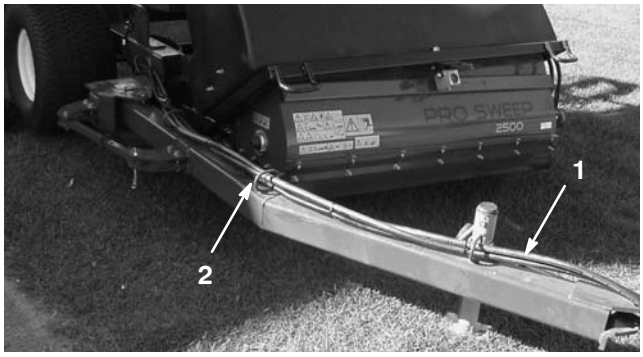

Bild 11
1. Verlegen Sie die Hydraulikschläuche und den Kabelbaum durch die Schlauchführungen vorne an der Anbauvorrichtung (Bild 11).